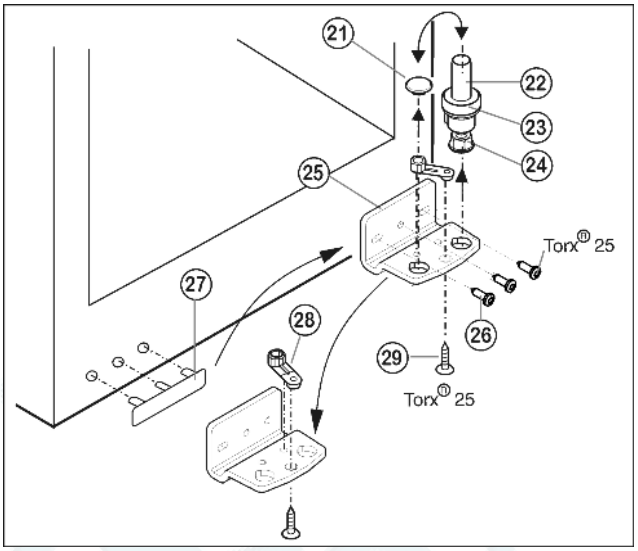

Fig. 5
▶ Извлеките опорный винт *Fig. 5 (22)* в комплекте с шайбой *Fig. 5 (23)* и регулируемой опорой *Fig. 5 (24)*, вытягивая его вверх.
▶ Снимите пробку *Fig. 5 (21)*.
▶ Открутите *Fig. 5 (26)*опорный кронштейн *Fig. 5 (25)*.
▶ Открутите *Fig. 5 (29)*опорную деталь *Fig. 5 (28)* и, переставив в отверстие на противоположной стороне опорного кронштейна, снова прикрутите.
▶ Осторожно снимите и переставьте на противоположную сторону крышку со стороны ручки *Fig. 5 (27)*.
▶ Снова прикрутите опорный кронштейн *Fig. 5 (25)* на новой стороне шарнира **(с моментом 4 Нм)**. При необходимости используйте аккумуляторный шуруповерт.
▶ Переставьте пробку *Fig. 5 (21)* в свободное отверстие.
▶ Вновь установите опорный винт *Fig. 5 (22)* в комплекте с шайбой и регулируемой опорой. При этом фиксатор должен быть направлен назад.
- ▶ Установите дверцу сверху на нижний опорный палец *Fig. 5 (22)*.
- ▶ При необходимости выровняйте дверцы через два продольных паза в нижнем опорном кронштейне *Fig. 5 (25)* параллельно корпусу устройства. Для этого выкрутите средний винт.